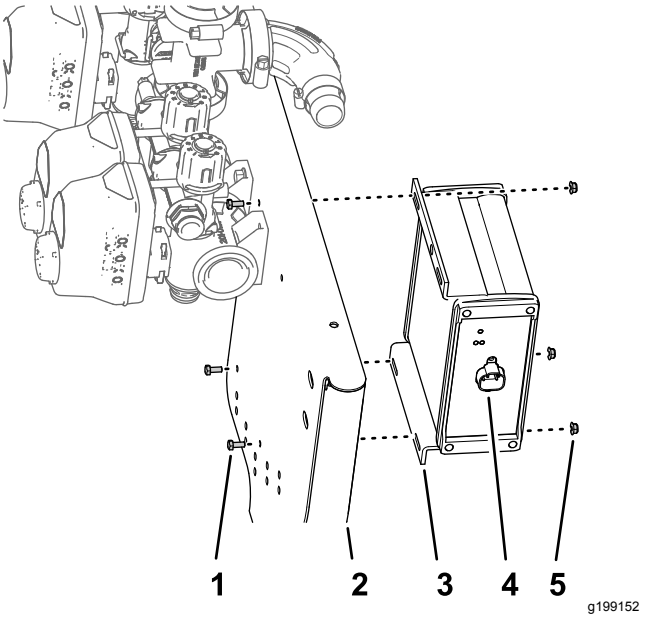

Figur 96
1. Juster ASC 10-sprøjtestyreenheden til den fremadvendte side af ventilbeslaget, så den passer med det udadvendte stik med 4 ben (Figur 96).
2. Monter sprøjtestyreenheden på ventilbeslaget (Figur 96) med de 3 bolte (3 x 10 mm) og 4 flangelåsemøtrikker (4 mm).